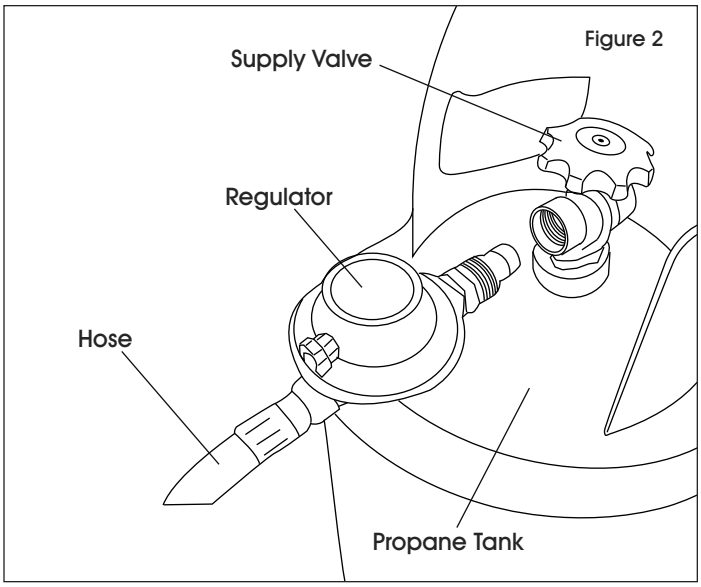

Figure 2
2. Connect heater to a proper LP cylinder. (See Figures 2 and 3)